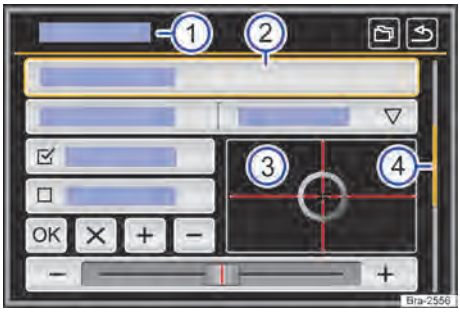

Fig. 129 Representação esquemática: vista geral das possíveis superfícies de função no display.
O aparelho está equipado com um touchscreen (tela de toque) → Fig. 129 ③.
As superfícies de função iniciam funções ou abrem outros submenus. Em submenus é indicado, na linha do título, o menu atualmente selecionado → Fig. 129 ①.